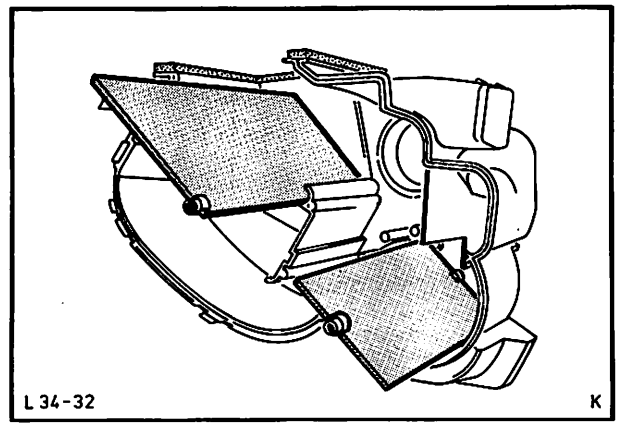
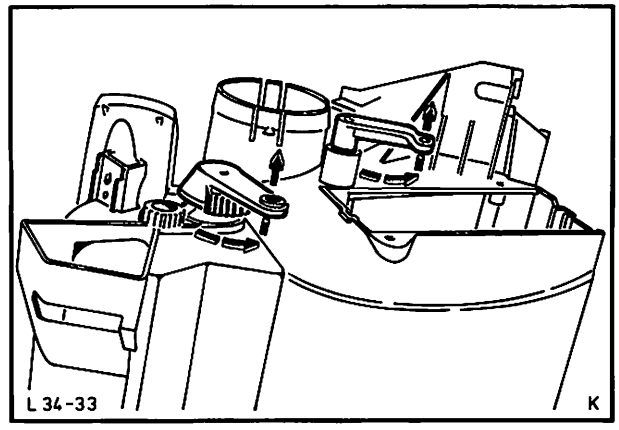

Abb. 36 Regulierklappen ausbauen
Abb. 37 Betätigungshebel der Regulierklappen ausbauen
4. Regulierklappen herausnehmen, Abb. 36. Betätigungshebel so wie in Abb. 37 gezeigt drehen und aus den Führungen im Heizungsgehäuse ziehen.